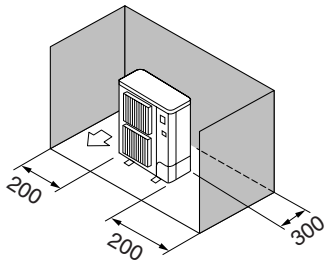

Fig. 3-7
③ Obstacles uniquement à l'arrière et sur les côtés (Fig. 3-7)